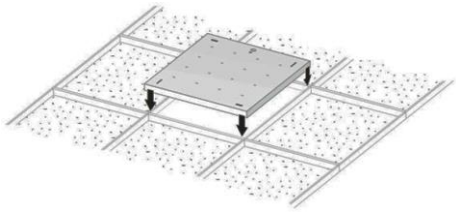

Рисунок 8 — Установка светильника Geniled серии Офис на подвесную конструкцию.
5.4.6. Установите светильник Geniled на монтируемое место (Рисунок 8). Следите за тем, чтобы кабель не оказался зажат между элементами конструкции потолка и светильника. Убедитесь, что светильник надежно закреплен на потолке.